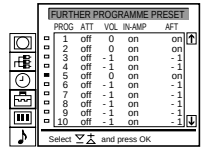

**Fig. 17**
**4** Select "Further Programme Preset" with >+ or ?– and press OK. The FURTHER PROGRAMME PRESET menu appears (See Fig. 17).